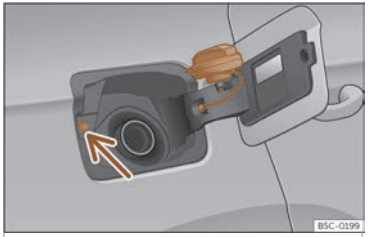

Fig. 202 Tapa do depósito co tapón encaixado.
Evite tocar o botón de bloqueo da tapa de combustible››› **fig. 202** (frecha). O sistema entenderá que rematou e non poderá seguir recargando. Prema a tecla novamente ⛽ da porta do condutor para continuar.
- Colóqueo no espazo que hai na bisagra da tapa aberta››› **fig. 202**.